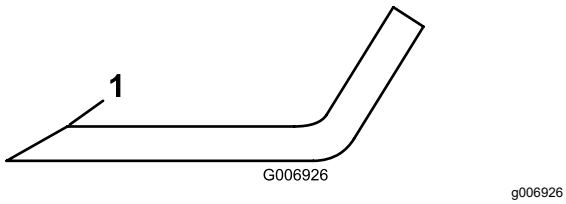

Figur 74
4. Kontrollera eggarna på samtliga knivar och slipa dem om de är slöa eller hackiga. Slipa endast knivseggens översta del och behåll den ursprungliga skärvinkeln för bästa skärpa (Figur 74).